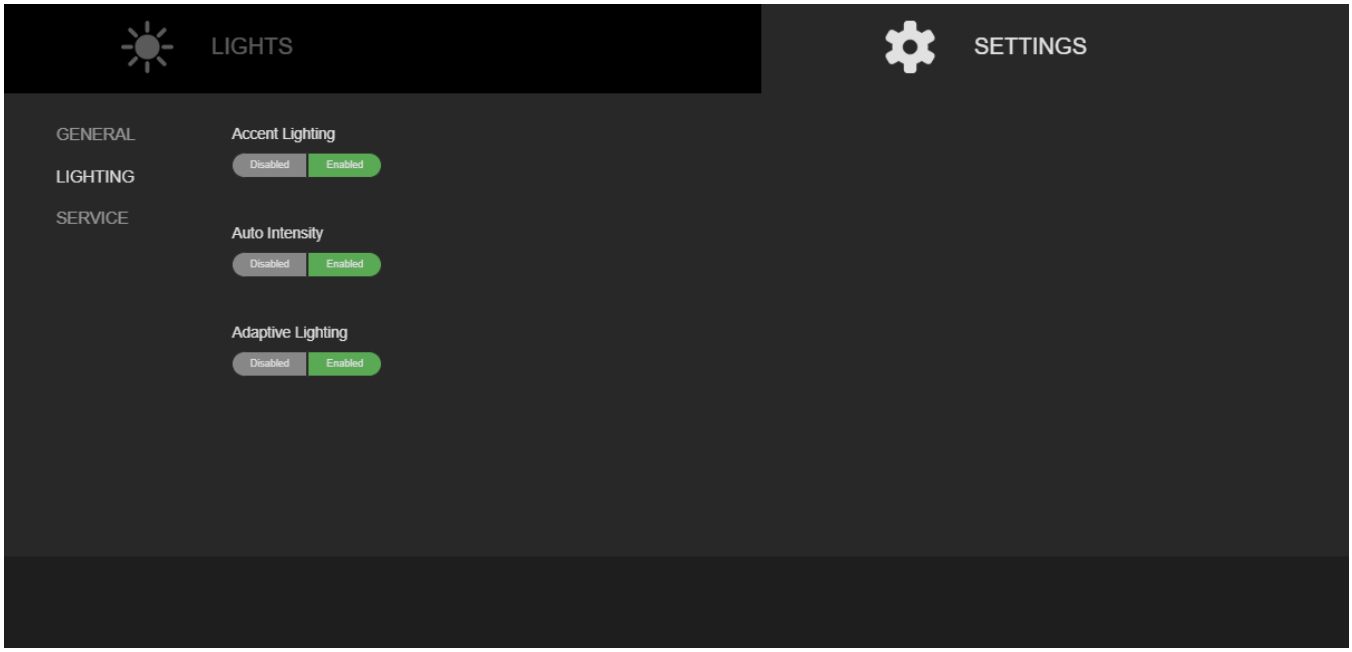

Figure 6-43. Adaptive Lighting
1. Press Settings button on IWC. See *Figure 6-43*.